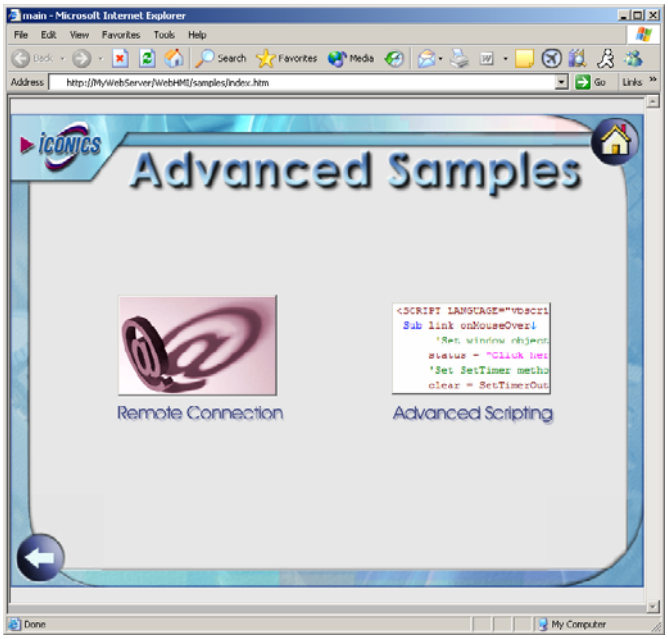

Figure L4.6: Advanced Samples Page
14. Click on the **Advanced Samples** section on the right to open the page shown in **Figure L4.6.**